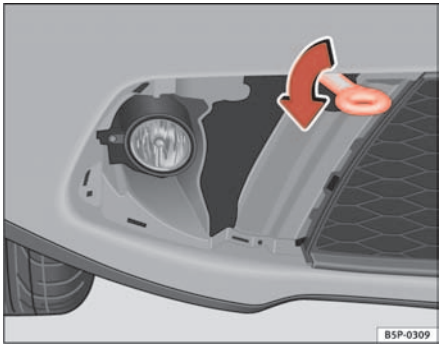

Fig. 204 Assembly of towing eye
– Screw the eye as far as possible to the *left*, as shown by the arrow ⇒ fig. 204.